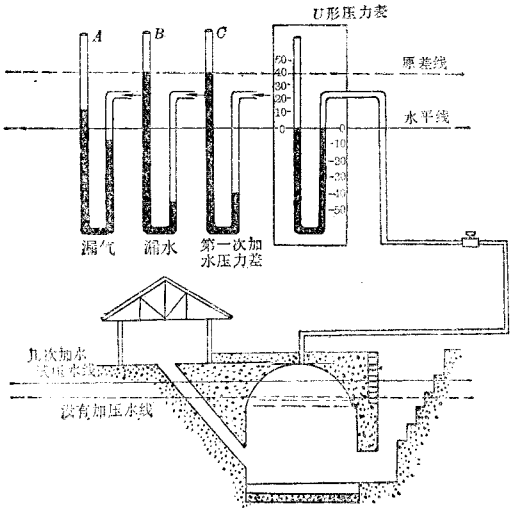

图7　试压示意图
6. 砌筑拱顶　目前砌拱顶均采用无模支架砌拱法(图7)。若池的直径为300厘米，拱顶高为直径的三分之一，即100厘米，拱顶弧形要准确。筑拱顶时，先用毛竹或木桩竖立在池底中心，在桩的固定部位(离池底280厘米高
在原差线上，说明漏水；如在原差线下，就是漏气(图7)；如不到原差线和在第二次灌水前的差线之上，则水、气同漏。寻找漏水、漏气的重点可放在墙身、池底、进出料口和拱顶与墙身的连接处(漏水往往由于墙基没有夯实；建筑材料不符合技术要求，如石灰没有发透过筛，黄砂混有泥土杂草，导气管上铁锈未除去等；刷浆时干湿度不当，导至发生脱壳或裂缝以及施工期间因暴雨、霜冻等影响质量。拱顶砖与砖之间灰缝过宽，不仅影响牢度，还会漏气)。查出原因，才能分别处理。另外还要注意向池内灌水时，使用水泵不宜过大，以免冲毁池体；排水时要先打开导气管，否则，将由于池内外压力差